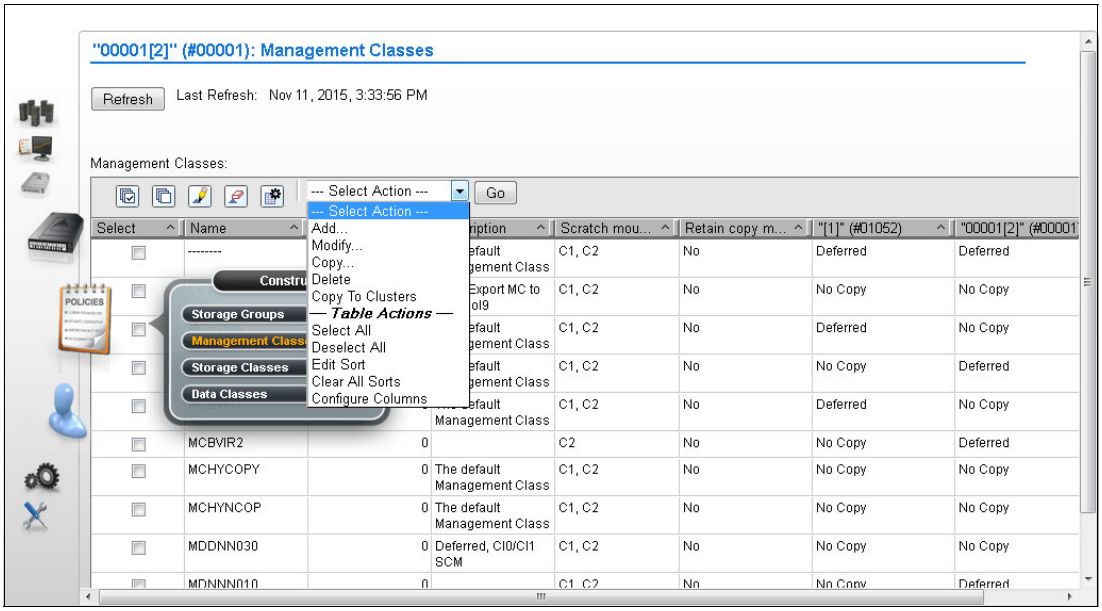

Figure 10-8 MI Management Classes window on a grid
Use this window to define, modify, copy, or delete the MC that defines the TS7700 copy policy for volume redundancy (see Figure 10-8). The table displays the copy policy that is in effect for each component of the grid.
1. Select **Add** from the Management Class menu that is shown in Figure 10-8 on page 490 and click **Go**.